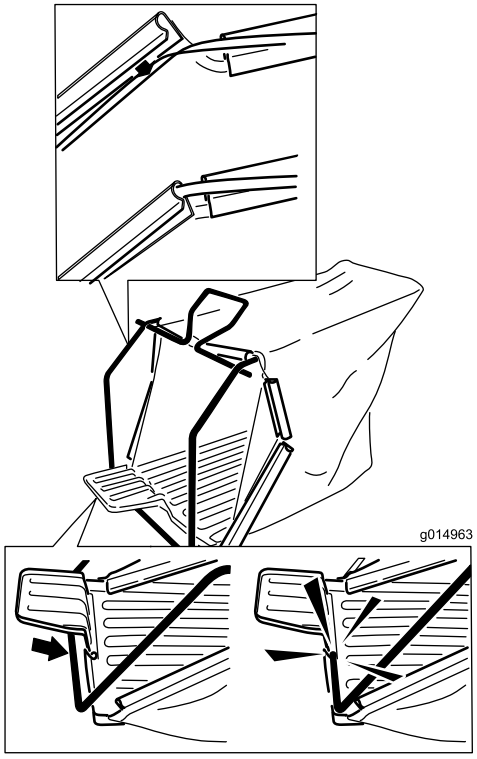

Figur 6
2. Snäpp fast klämmorna på trådramen enligt Figur 6.